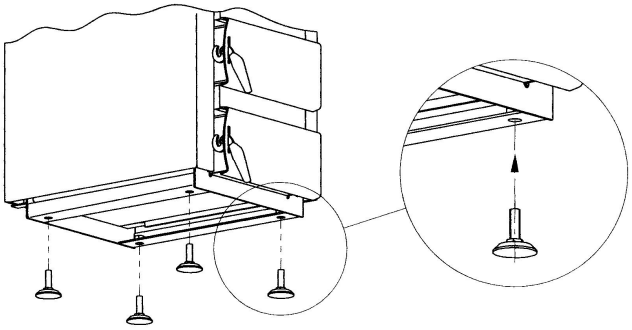

Rys.5 Poziomowanie kotła
A. Kocioł wraz z zasobnikiem ustawić na niepalnym podłożu podkładając izolującą cieplnie płytę większą przynajmniej o 2 cm na stronę od podstawy kotła. Jeżeli kocioł umieszczony jest w piwnicy, zalecamy postawić go na podmurówce o wysokości 5-10 cm. Kocioł należy wypoziomować i śrubą regulacyjną odpowiednio ustalić długość stopy podporowej zasobnika. Do wypoziomowania kotła służą będące na wyposażeniu kotła 4 nóżki, które można wkręcić w nagwintowane otwory podstawy kotła (Rys.5)